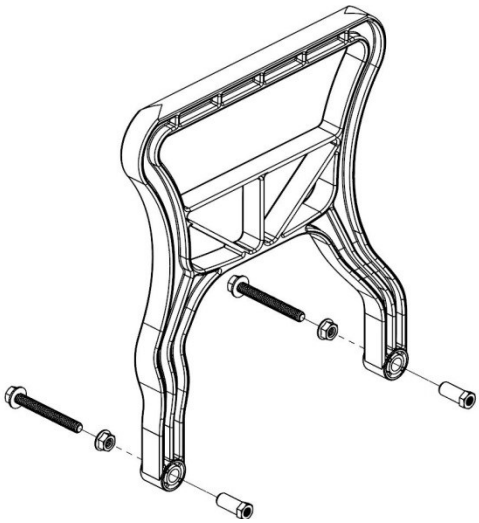

Figure 5
11. Install the diffuser #10 onto the wear ring #9 and impeller #8. Ensure that the lug shown in figure 5 will align with the other diffuser and the internal notch of the suction cover #17.
13. Place the spacer #12 onto the impeller #8. Note that the orientation is important here. Refer to figure 5.
14. Install the diffuser #13 onto the diffuser #10. Ensure that the lugs shown in figure 5 are aligned.
18. Install suction cover #17 onto the impeller/diffuser assembly. Ensure that the internal notch of the suction cover #17 is aligned with the lug on the diffuser #13. Refer figure 5.